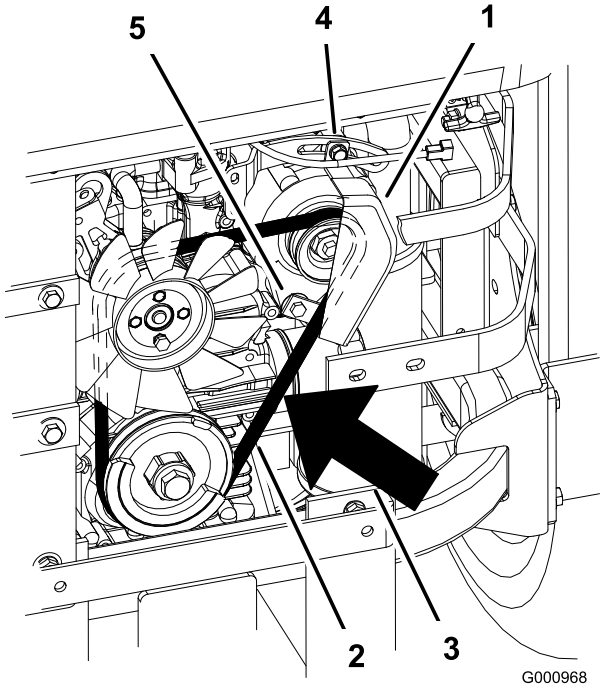

Rysunek 75
2. Przesuwaj alternator na zewnątrz, aż pasek między silnikiem a alternatorem będzie miał ugięcie od 7 do 9 mm przy nacisku 10 siłą kG (Rysunek 75).
5. Jeśli ugięcie jest prawidłowe, dokręć górną i dolną śrubę (Rysunek 75).